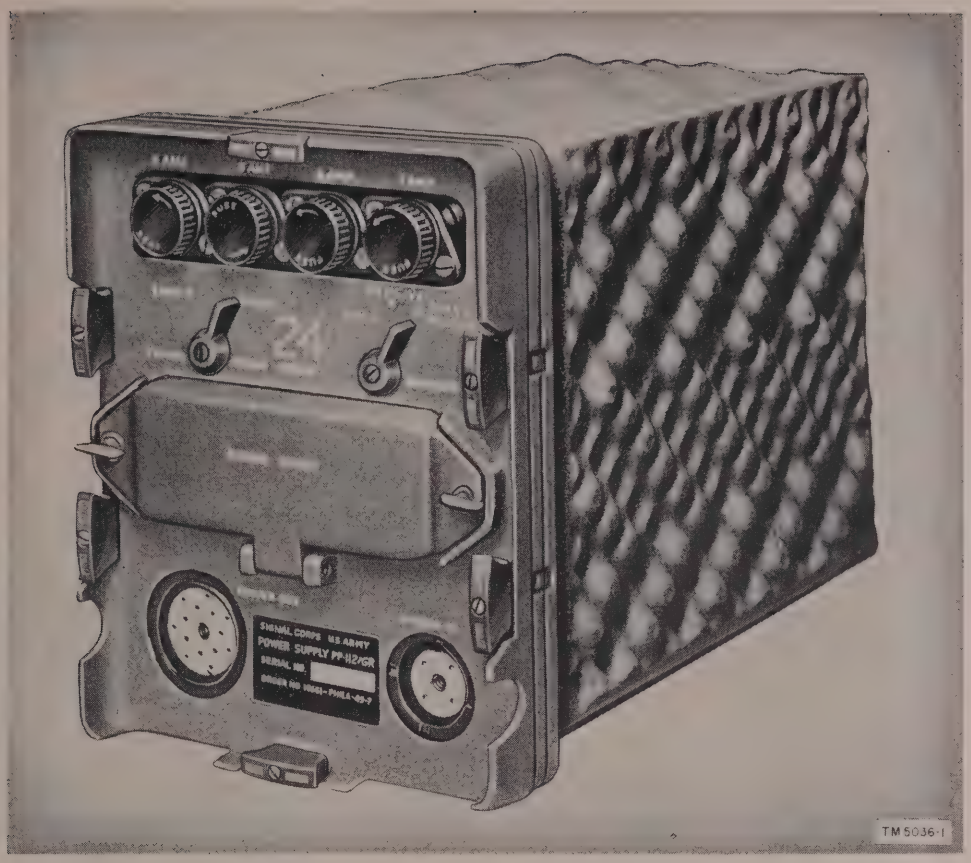

Figure 5. Power Supply PP–112/GR, front view.
a. Either Power Supply PP–109/GR or PP–112/GR is used to furnish operating plate and screen voltages for Set 1, depending on whether the vehicular storage battery supplies 12 or 24 volts, respectively. The two units are similar externally (fig. 5) and differ internally only in those circuits necessary to convert the battery voltage to the proper operating voltage for the receiver-transmitter. Detailed information on the power supplies is contained in a separate technical manual.
b. The power supply develops plate, screen, bias, filament, microphone, and relay potentials for the receiver-transmitter. The plate, screen, and bias voltages are developed by a vibrator type power supply circuit. Input battery voltage is supplied through a POWER IN receptacle on the front panel (fig. 5), and all output voltages are available at the POWER OUT receptacle on the front panel.